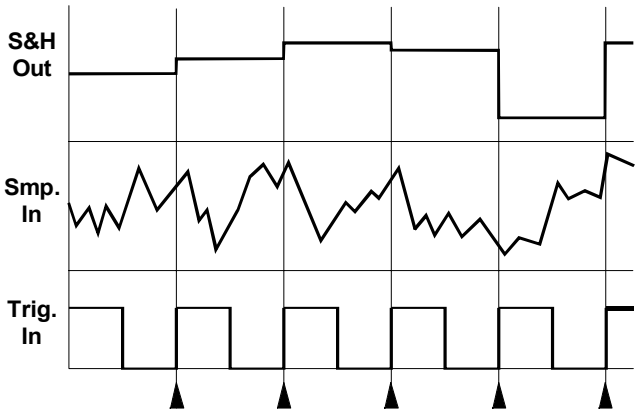

Abb. 1: Signalverhalten des S&H-Moduls
❶ Trig In
Am **Trigger-Eingang ❶** führen Sie das Trigger-Signal zu, das die Abtastung des am Signaleingang anliegenden Signals auslöst. Bei positiver Flanke des Trigger-Signals (s. Pfeile in Abb. 1) wird der neue Wert übernommen. Die Breite des Trigger-Impulses ist dabei ohne Belang.
❷ Smp. In
Den abgetasteten und zwischengespeicherten Spannungswert greifen Sie am **S&H-Ausgang** ab (s. Abb. 1).